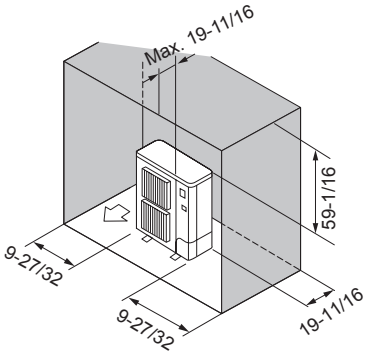

Fig. 3-10
⑥ Obstacles uniquement à l’arrière, sur les côtés et au-dessus (Fig. 3-10)